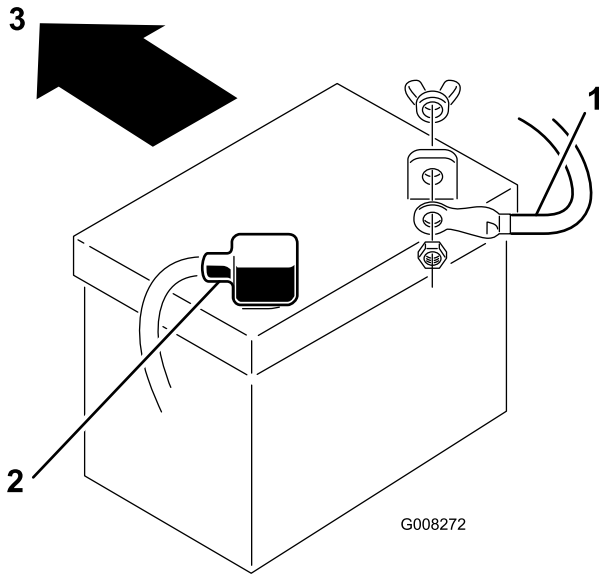

Figur 29
7. Lossa den jordade minuskabeln (svart) från batteripolen (Figur 29).
9. Lossa pluskabeln (röd) från batteripolen (Figur 29).
1. Placera batteriet i chassit med batteripolerna riktade mot maskinens bakre del (Figur 29).
3. Anslut pluskabeln (röd) till pluspolen (+) på batteriet med hjälp av bulten och vingmuttern (Figur 29). Trä gummihöljet över polen.
4. Anslut minuskabeln (svart) till minuspolen (-) på batteriet med hjälp av bulten och vingmuttern (Figur 29). Trä gummihöljet över polen.